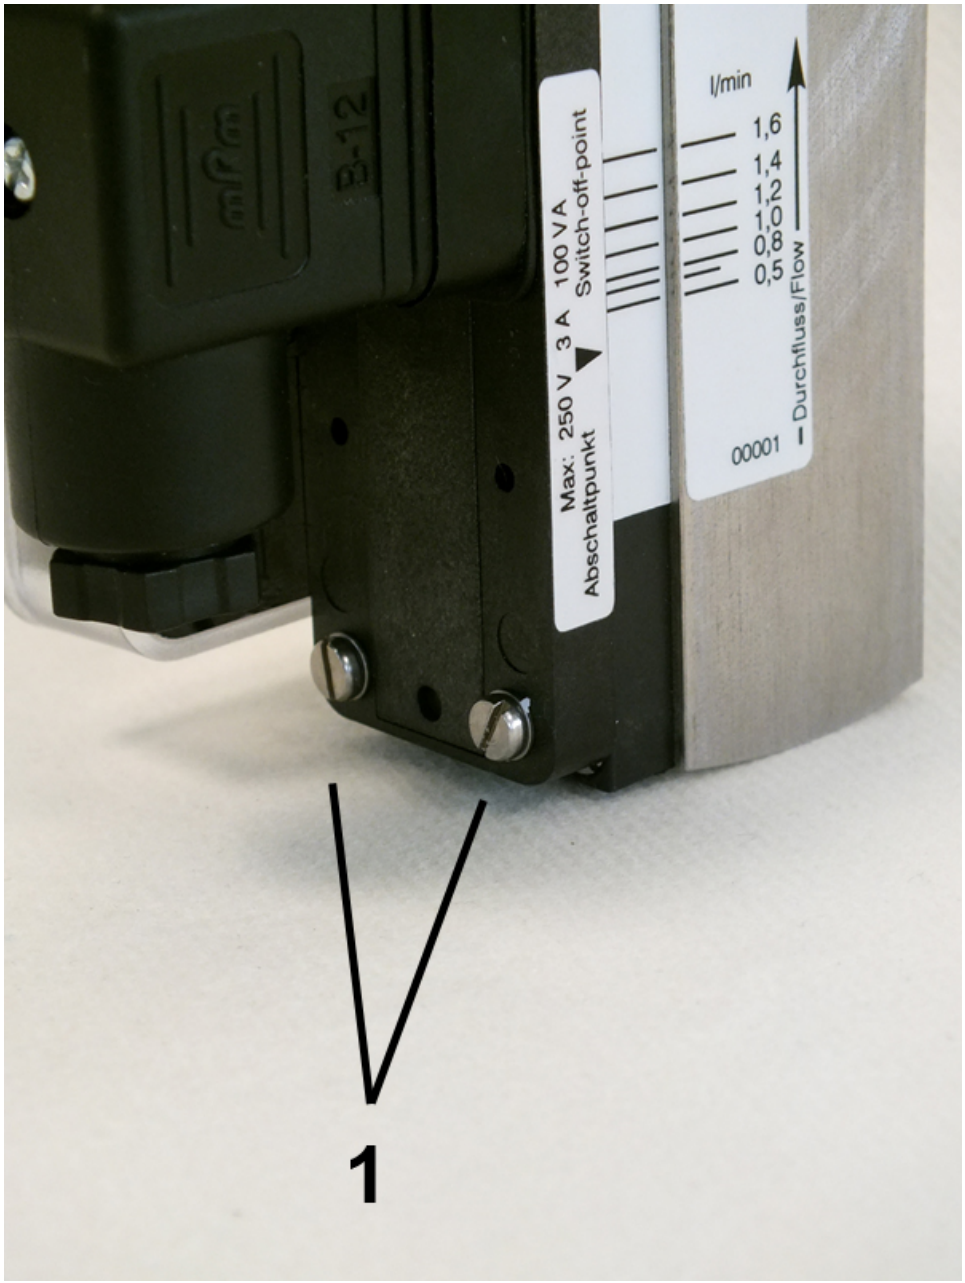

Fig. 37: Loosen set screws
1. Loosen the switch contact housing set screws (*Fig. 37*/1) using a flat-bladed screwdriver.
3. Re-tighten the switch contact housing set screws (*Fig. 37*/1) using a flat-bladed screwdriver. Observe the correct tightening torque.